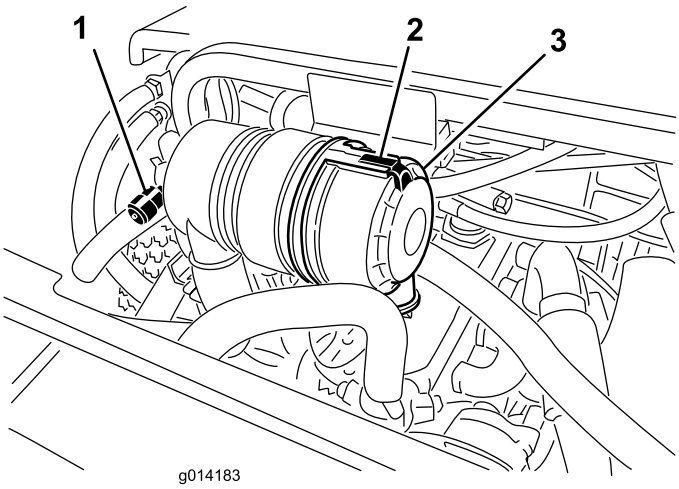

Figur 35
Utför bara service på luftrenarfiltret när serviceindikatorn (Figur 35) anger att det krävs. Om du byter luftfiltret tidigare ökar det risken för att smuts kommer in i motorn när filtret har avlägsnats.
1. Frigör spärren som fäster luftrenarkåpan till luftrenaren (Figur 35).